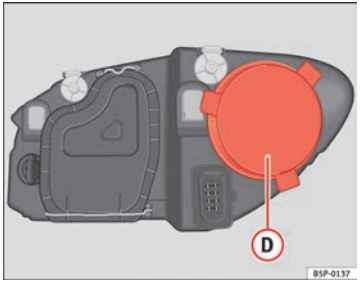

Abb. 194 Standlicht
– Den Deckel ⇒ Abb. 194 (D) abziehen.